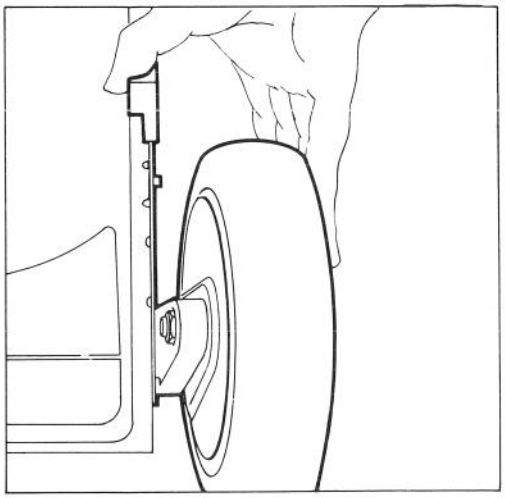

Abbildung 9
2. Zur leichteren Einstellung, Mähgehäuse anheben damit das Rad nich mehr auf dem Boden ist. Drücken sie den Schnitthöhen-Einstellhebel zum Ras hin (Abb. 9) und stellen Sie die gewünschte Schnitthöhe ein. Stellen Sie sicher, daß der Stift des Einstellhebels in die Kerbe am Gehäuse einrastet. Stellen Sie alle Räder auf die gleiche Höhe ein.